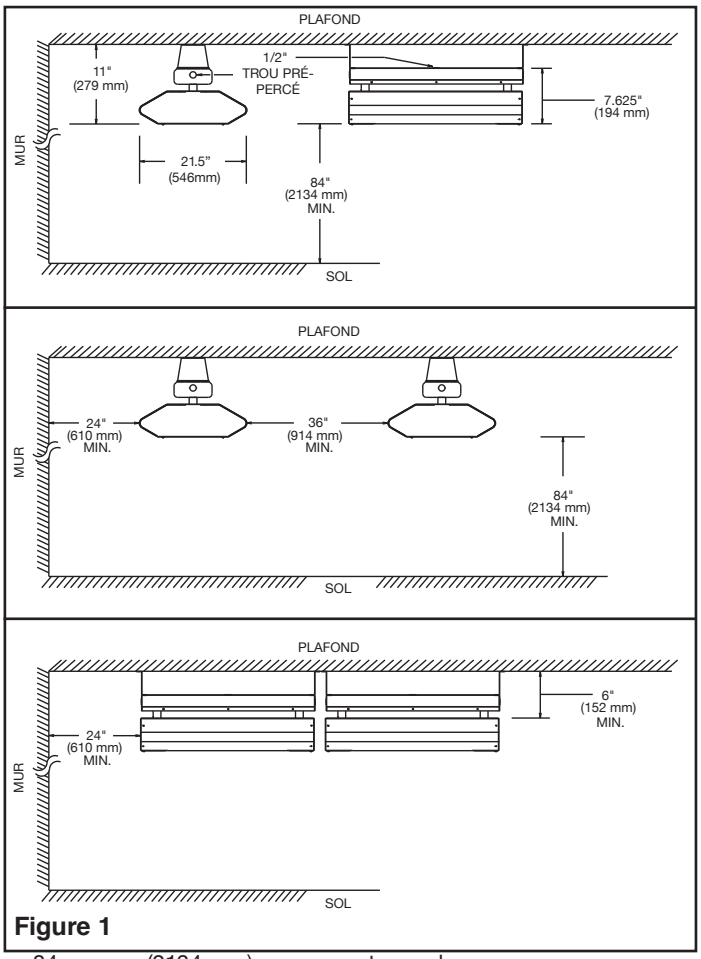

**Figure 1**
5. Vous devez respecter les distances minimum indiquées sur la Figure 1. Maintenez les substances combustibles comme les cartons, les caisses, etc., loin du radiateur.
**Limitations de montage :** Référez-vous à la figure 1 pour les limitations de montage. Observez les dimensions minimum par rapport au plafond, aux murs, au sol, et aux matériaux combustibles.